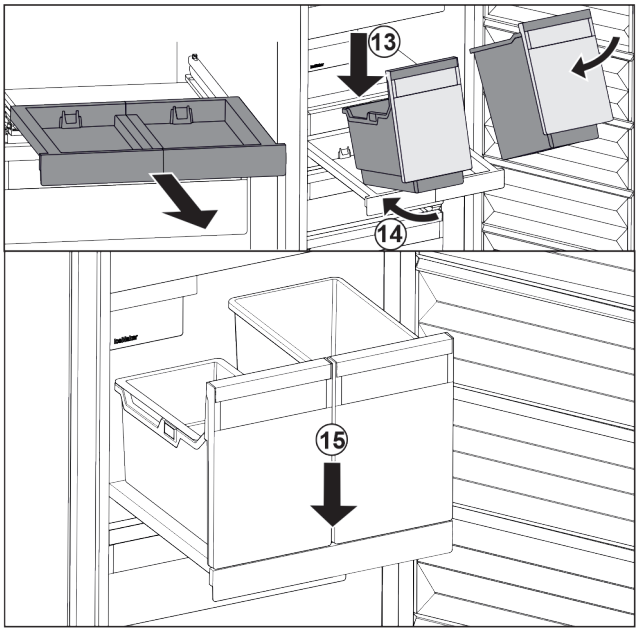

Fig. 106
▶ Place the container at an angle on the pull-out board. *Fig. 106 (13)*
▶ Slide the container to the back at an angle. *Fig. 106 (14)*
▶ Place container in the front. *Fig. 106 (15)*